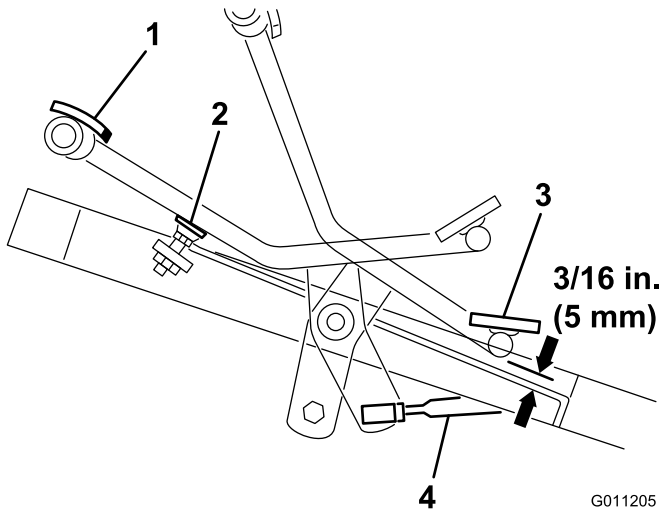

Figur 44
1. Tryck gaspedalen helt framåt tills ventilspolen i sektion 5 är helt utdragen. Pedalen ska nudda vid pedalstoppet (Figur 44).
2. Kontrollera avståndet mellan pedalens nedre del och fotstödet på det sätt som visas i Figur 44. Avståndet ska vara ca 5 mm. Om avståndet är större eller mindre än 5 mm måste reglagestången justeras. Det gör du på följande sätt:
A. Ta bort kontramuttern och kulleden som fäster reglagestången (Figur 44) vid drivningsaxelns svängtapp.